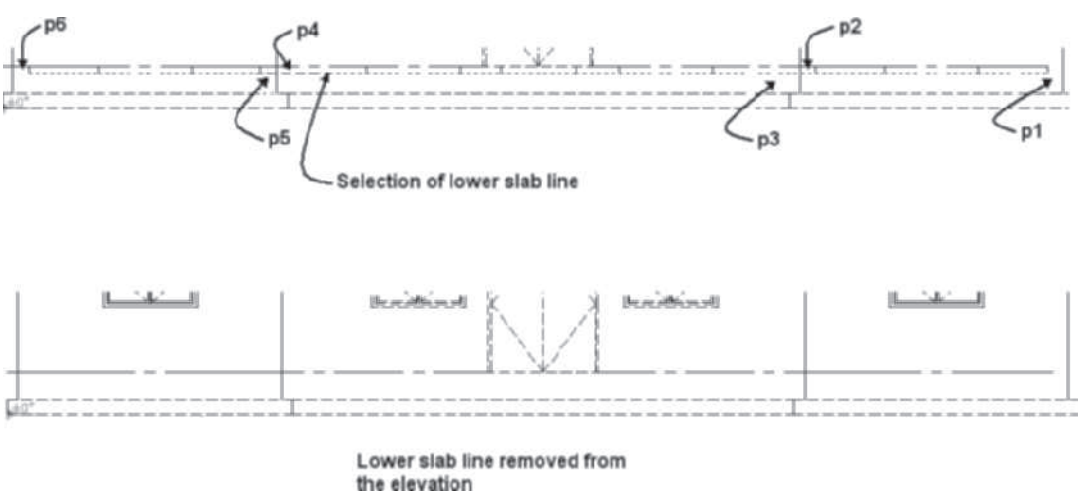

FIGURE 12.75 *Lower slab lines removed using Linework > Edit*
28. In this step you will remove some of the slab lines to display a single line representing the top of slab. Select the elevation, choose **Edit** from the **Linework** panel. Select the lines representing the vertical edges and bottom of the slab using a crossing window from **p1** to **p2**, **p3** to **p4**, and **p5** to **p6** as shown in Figure 12.75, and then right-click and choose **Basic Modify Tools** > **Delete** from the shortcut menu. Select **Finish** from the **Edit In Place: Linework** tab.